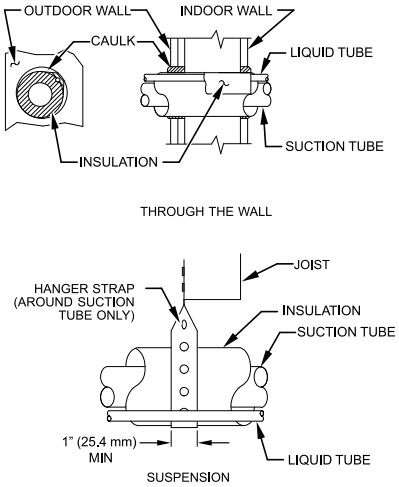

Fig. 1 – Connecting Tubing Installation
5. When passing refrigerant tubes through the wall, seal opening with RTV or another pliable silicon-based caulk. (See Fig. 1.)
7. Do not suspend refrigerant tubing from joists and studs with a rigid wire or strap which comes in direct contact with tubing.(See Fig. 1.)
9. When necessary, use hanger straps which are 1 in. (25.4 mm) wide and conform to shape of tubing insulation. (See Fig. 1.)